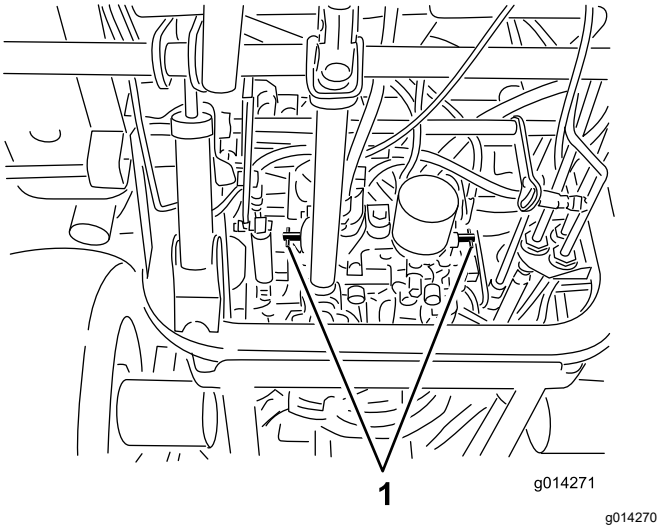

Figur 26
3. Rotera alla överströmningsventiler ett varv motsols (Figur 26).
1. Vrid respektive överströmningsventil ett varv medsols och dra åt för hand (Figur 26).
2. Dra åt ventilerna till ca 8 N·m enligt Figur 26.